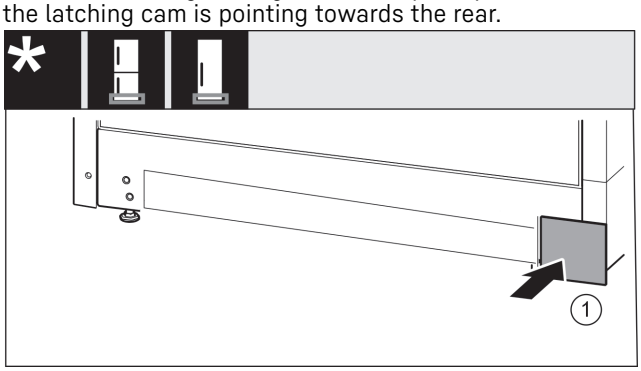

Fig. 25
- ▶ Re-attach the cover *Fig. 25 (1)* to the other side.